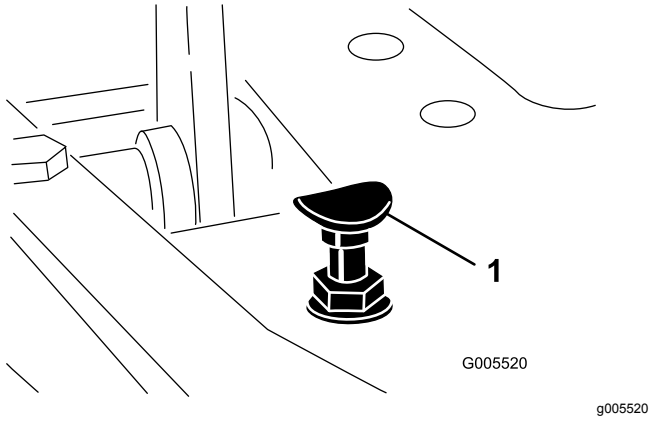

Figuur 48
Om de maximale transportsnelheid te verkrijgen, moet u de schakelhendel in de TRANSPORTSTAND zetten en het tractiepedaal intrappen. Als het pedaal contact maakt met de pedaalaanslag (Figuur 48) voordat u spanning op de kabel voelt, voer dan de volgende afstelprocedure uit:
1. Zet de schakelhendel in de TRANSPORTSTAND en draai de borgmoer los waarmee de pedaalaanslag is bevestigd aan de vloerplaat (Figuur 48).